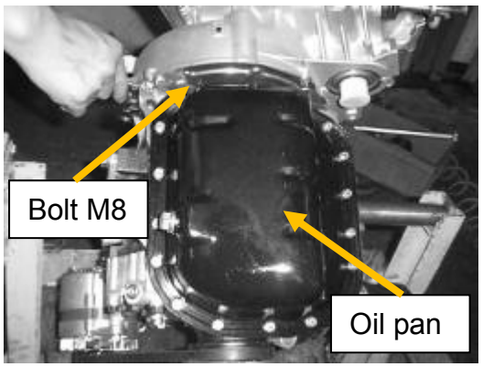
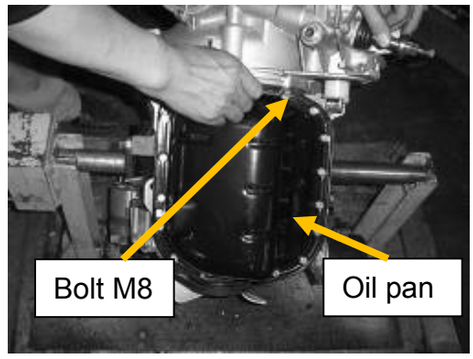

Figure 34
Figure 33
1. Remove two bolts(M8) on the lower mud plate of transmission (**See** Figure 33**,**Figure 34)